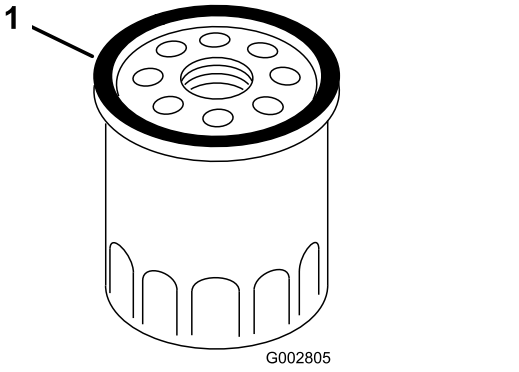

Figura 25
7. Usando el dedo, unte la junta del filtro nuevo con aceite (Figura 25).